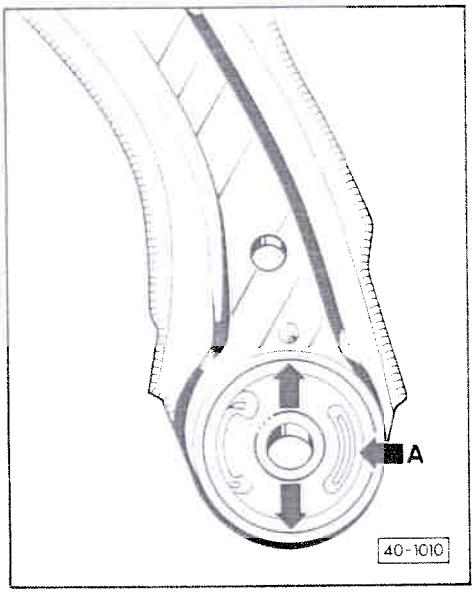

Fig. 2 Palier arrière du bras de guidage - position de montage
- ♦ Position de montage => fig. 2
- Extraire => fig. 2